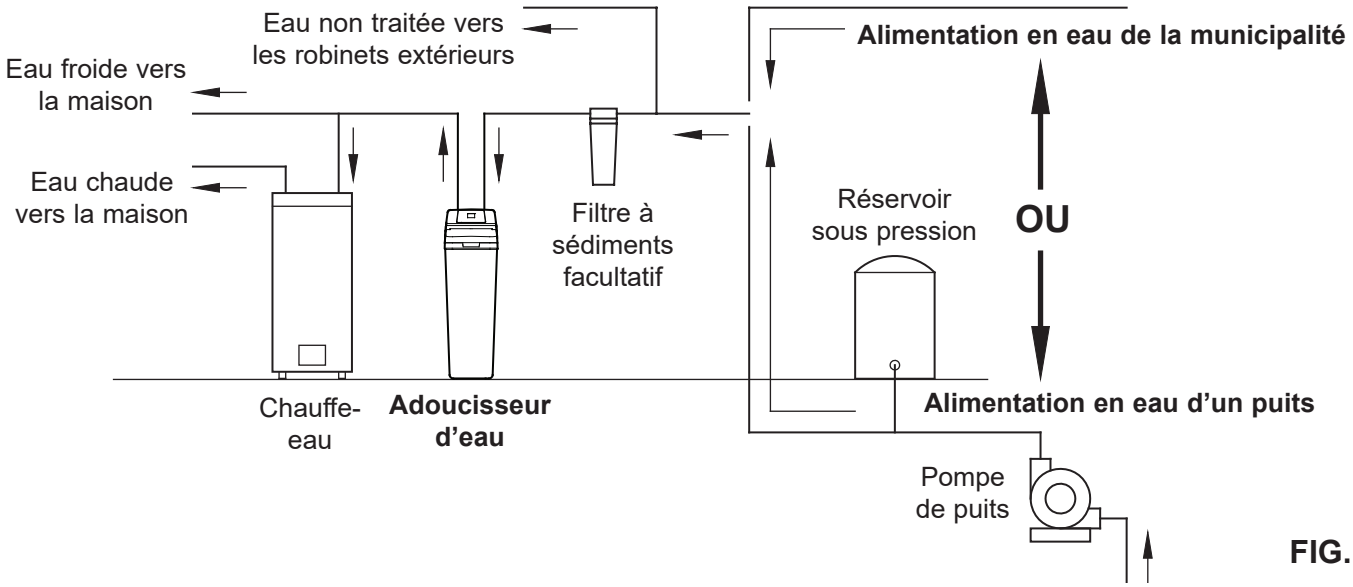

FIG. 4
- Installez toujours l'adoucisseur entre l'arrivée en eau et le chauffe-eau. Tout autre équipement de traitement en eau doit être installé entre l'arrivée en eau et l'adoucisseur d'eau (voir la figure 4 ci-dessous).